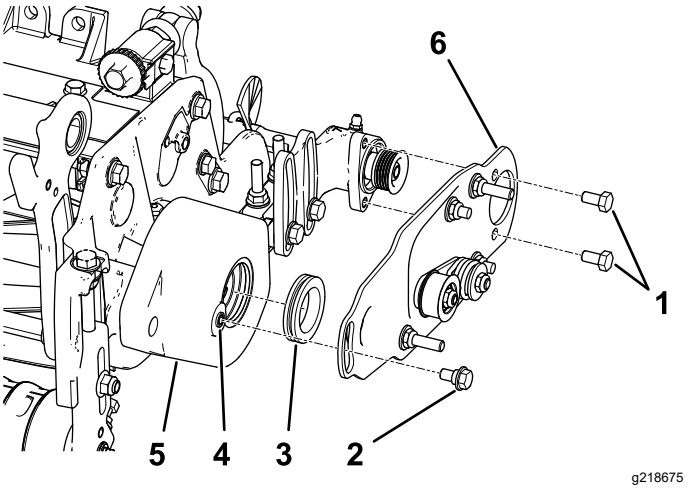

Figure 12
2. Apply a coating of grease to the inner diameter of the grommet in the roller-brush housing (Figure 12).
3. Install the left or right roller-brush pivot plate (Figure 12).
Note: Ensure that the idler-pulley assembly is installed on the bottom as shown in Figure 12.
4. Apply thread-locking compound to the 2 bolts (5/16 x 1/2 inch) and use them to mount the brush plate to the roller-brush bearing housing (Figure 12).
5. Clean out any paint from the threads in the roller-brush housing, using a 5/16–18 tap, before screwing in the shoulder bolt (Figure 12).
6. Apply thread-locking compound to the shoulder bolt (Figure 12).
7. Secure the brush plate to the roller-brush housing with the shoulder bolt (Figure 12).